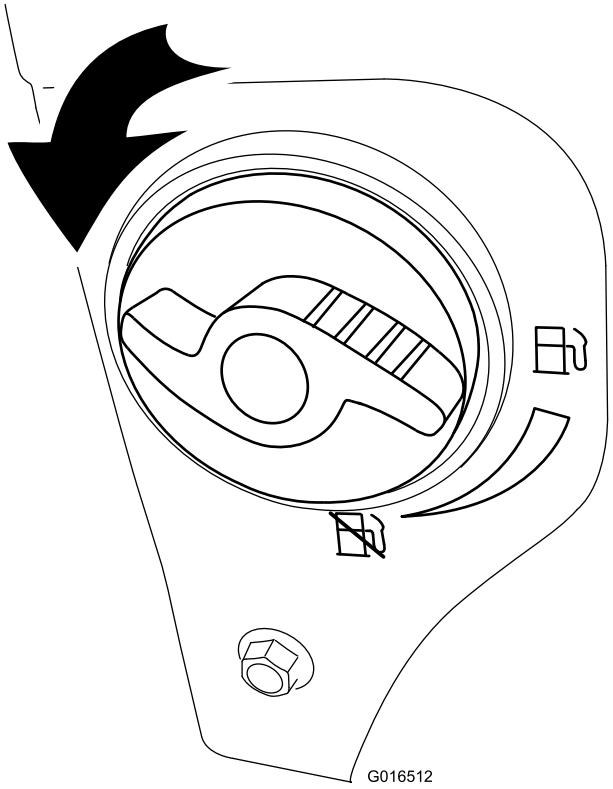

Figure 26
2. Turn the fuel-shutoff valve 1/4 turn counterclockwise to open it (Figure 26).